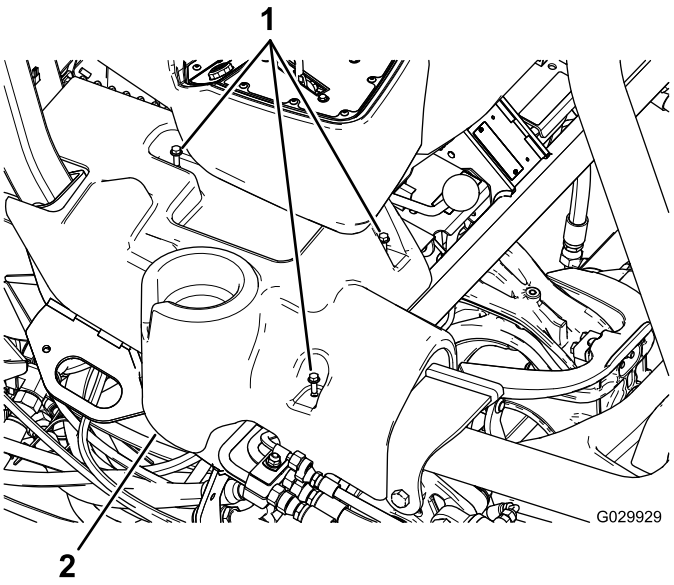

Figure 12
1. Alignez les trous de boulon dans la nouvelle console droite et les trous de boulon sur la machine (Figure 12).